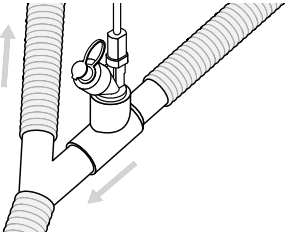

Figure 5. Raccordement de l'Aerogen Solo à un circuit respiratoire pour adultes
1. Pour les **circuits respiratoires de 22 mm pour adultes**, raccorder le nébuliseur muni de la pièce en T pour adultes à la branche inspiratoire du circuit en amont du raccord en Y (Figure 5).
Pour **les circuits respiratoires pour enfants**, de 15 mm, raccorder le nébuliseur muni de la pièce en T pour enfants à la branche inspiratoire du circuit en amont du raccord en Y, comme illustré pour la pièce en T pour adultes à la Figure 5.
À l'hôpital et dans le cadre des soins à domicile, l'Aerogen Solo est adapté à l'utilisation sur des patients en trachéotomie sous ventilation mécanique (figures 5, 7, 8 et 9).
L'Aerogen Solo convient à une utilisation avec une ventilation non invasive dans un circuit à deux branches, comme illustré dans les figures 5, 7, 8 et 9.